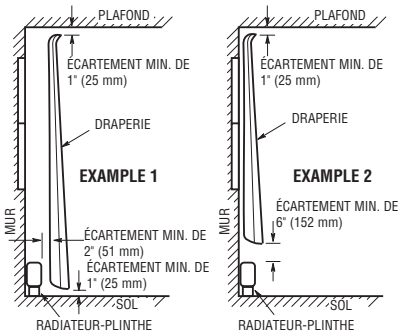

**Figure 1. Positionnement de draperie près du radiateur**
7. **ATTENTION** – Le radiateur fonctionne à des températures élevées. Maintenez les cordons électriques (dont les câbles du téléphone et de l'ordinateur), les tentures et autres parties de l'ameublement à distance du radiateur. Pour un fonctionnement sûr et efficace, nous recommandons de garder 6 pouces (152 mm) d'écartement au-dessus et devant le radiateur en permanence. Consultez la section sur les écartements et la Figure 1 pour les exigences minimales d'écartements.